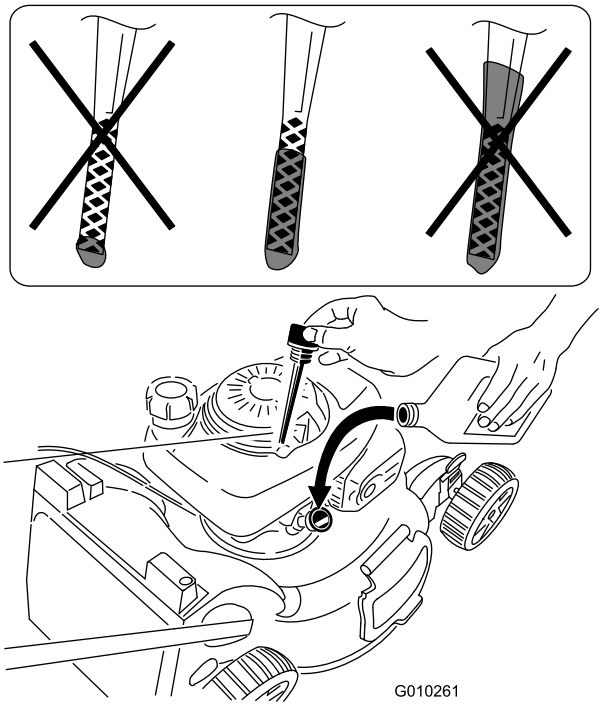

Figur 42
12. Ta ut oljestickan och läs av oljenivån (Figur 42).
- Om oljenivån är för hög tappar du ur överflödig olja tills rätt oljenivå uppnås, se Figur 42.